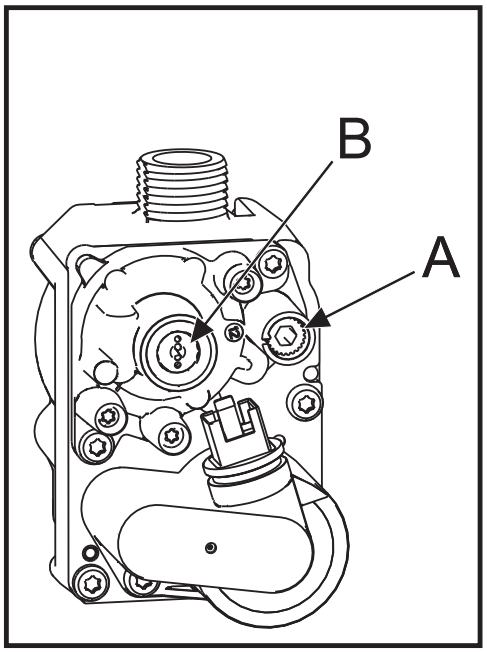

fig. 33 - Gas valve
3. Now adjust the **Throttle setting** (fig. 33 - screw **A**) until the CO_2 is at the correct **SETTING LEVEL** (see table 4), confirm that the CO/CO_2 ratio is within limits.
2. Now adjust the **offset pressure setting** (fig. 33 - cup **B**) until the CO_2 is at the correct **SETTING LEVEL** (see table 5), confirm that the CO/CO_2 ratio is within limits.